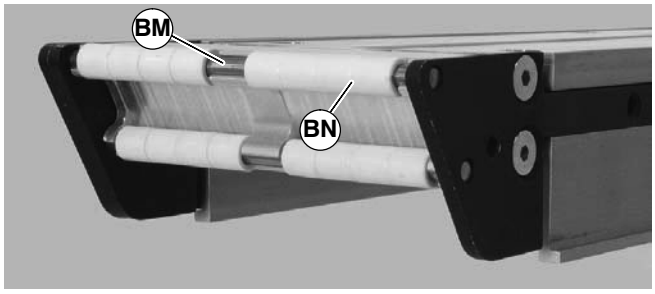

Figure 53
2. On both sides of conveyor, use a 4 mm hex-key wrench to loosen head plate fastening screws (U) to remove belt tension. Then remove belt from end of conveyor.
3. On one side of conveyor, use a 3 mm and 4 mm hex-key wrench to remove head plate fastening screws (BL & U) and remove head plate (S).
4. Slide bearing rods (BM of Figure 53) out side of conveyor and replace bearings (BN) as necessary.